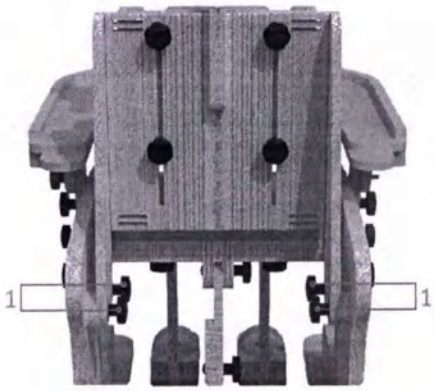

Рис. 10 – Перевод опоры из положения «Сидя» в положение «Лёжа»
3. Ослабьте барашки (1) (см. рис. 10) на каждой из сторон опоры, придерживая спинку опоры.
5. Затяните барашки (1).